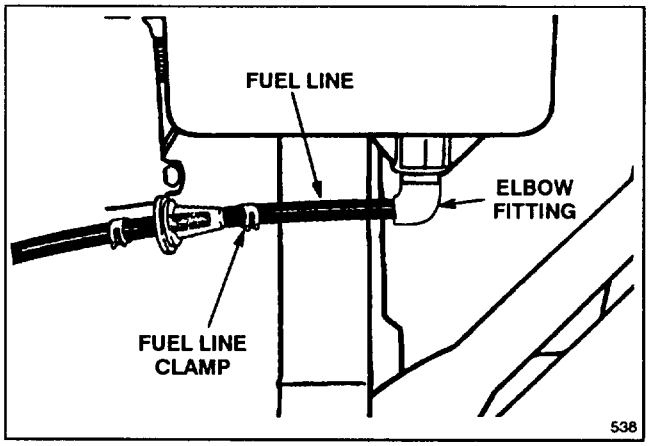

**Figure 3**
**5.** Remove red cap from end of fuel line and from end of elbow fitting on gas tank. Slide end of fuel line onto elbow fitting (Fig. 3). Secure fuel line in place with fuel line clamp.